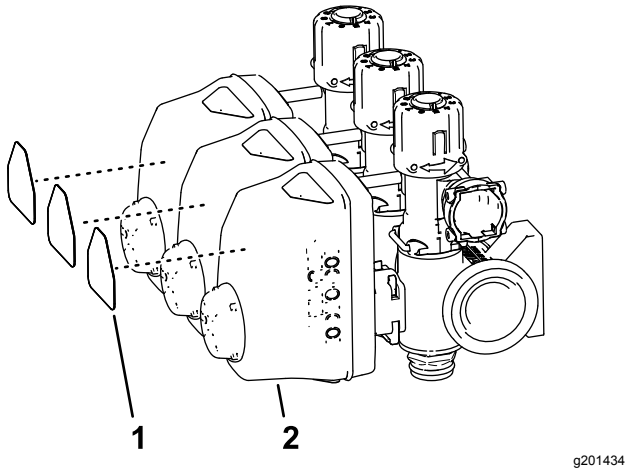

Figur 68
5. Afmonter mærkaterne fra de 3 sektionsventilers aktuatorer (Figur 68).